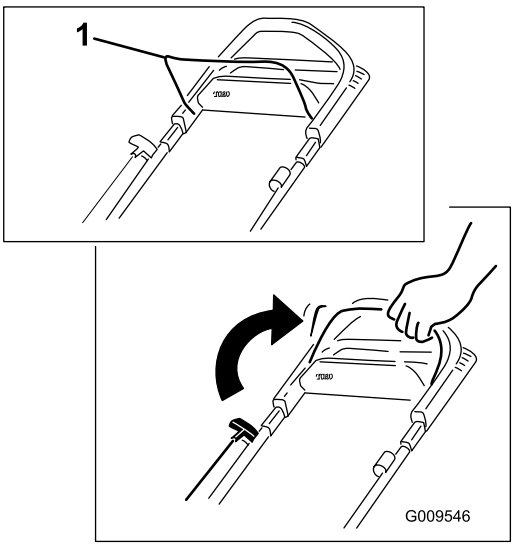

Figur 17
1. Hold bøjlen til skæreknivenes kraftudtag helt op mod håndtaget Figur 17).